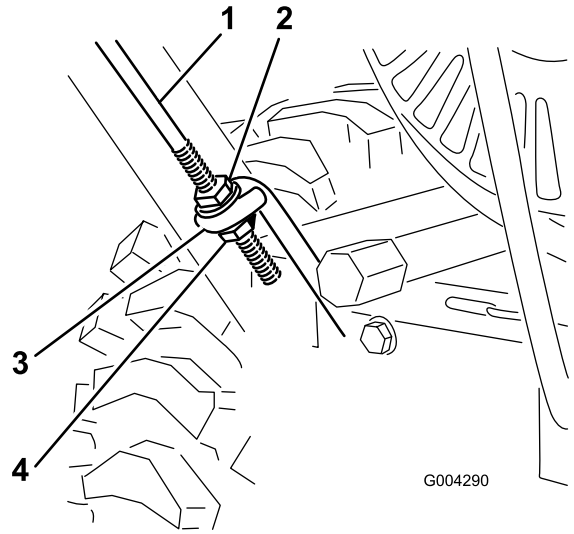

Rysunek 4
3. Zakręć nakrętkę kołnierzową (nie mylić z zabezpieczającą nakrętka kołnierzową) z kołnierzem skierowanym w dół na drążku trakcji znajdujący się po lewej stronie uchwytu (Rysunek 4).
4. Ustaw lewą stronę uchwytu z boku maszyny i przełóż koniec drążka trakcji przez dolną pętlę drążka Rysunek 4).
1. Zakręć zabezpieczającą nakrętkę kołnierzową (kołnierzem skierowanym w górę) na dolnym końcu drążka sterującego trakcją, poniżej pętli w jego dolnej części (Rysunek 4).